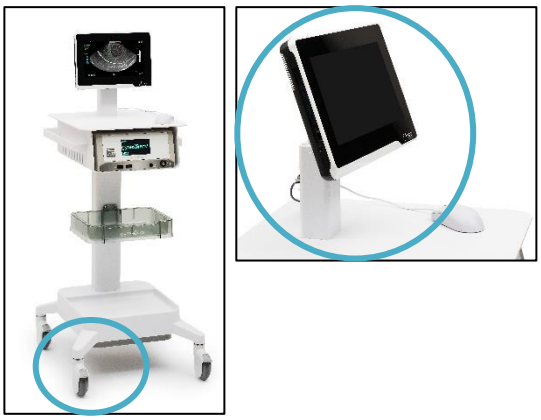

Figura 2-11. Carrello del sistema con supporto regolabile dello SMART Tablet e ruote bloccabili
- ruote bloccabili (vedere la Figura 2-11).